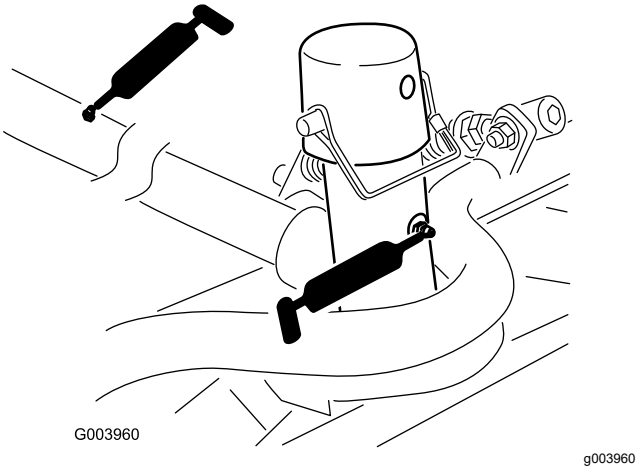

Rysunek 40
- Rama wózka i przegub zespołu tnącego (2 na każdym) (Rysunek 40)